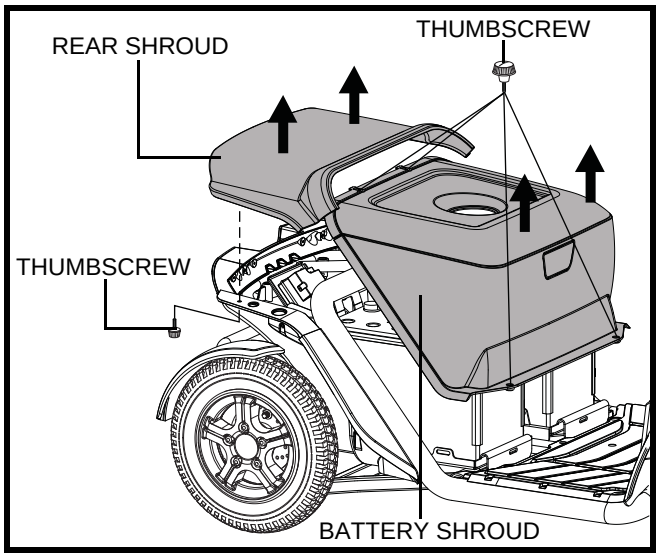

Figure 13. Shroud Removal/Installation
2. Remove the rear shroud by lifting it straight up and off the scooter. The shroud is secured to the scooter with resuable fasteners amd two thumbscrews. **See figure 13**.
3. Remove the battery shroud by removing the four (4) thumbscrews that secure it to the scooter frame, and then lifting the shroud straight up and off of the scooter. **See figure 13**.